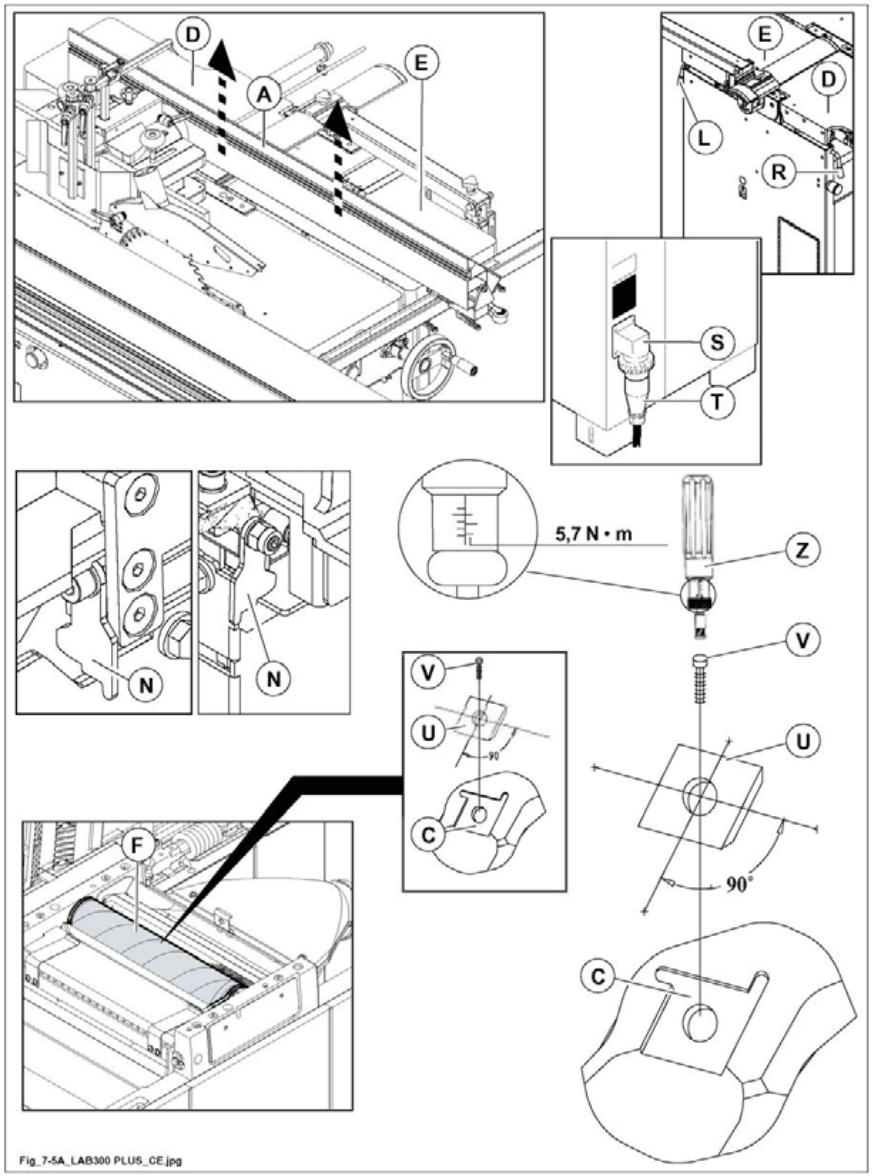

Abb. 7.5
den Fügeanschlag (A, Abb. 7.5) vom Tisch entfernen.
- **Den Hebel (L Abb. 7.5) lösen und den Abrichttisch im AUSLAUF (E Abb. 7.5) heben. DANACH den Hebel (R Abb. 7.5) lösen und den Abrichttisch im EINLAUF (D Abb. 7.5) anheben. (durch das Öffnen der Tische wir ein Mikroschalter aktiviert, der das Einschalten der Maschine verhindert).**
sicherstellen, dass die Tischöffnungssicherung (N Abb. 7.5) richtig positioniert ist.
- Die Hobelwelle so lange drehen (F Abb. 7.5) bis das auszuwechselnde Plättchen leicht zu erreichen ist.
Die Befestigungsschraube (V Abb. 7.5) lösen und die Werkzeugwalze (U Abb. 7.5) herausnehmen.
Die Auflagefläche (C Abb. 7.5) reinigen, um Staubablagerungen zu vermeiden.
Die Befestigungsschraube (V Abb. 7.5) einsetzen und einen Dynamometerschlüssel (Z Abb. 7.5) benutzen, um sie festzuziehen.
- Die Sicherung (N Abb. 7.5) entsperren und die Tische schließen.
Den Abrichttisch im EINLAUF (D Abb. 7.5) schließen. Den Hebel (R Abb. 7.5) senken, um den Tisch zu arretieren. DANACH den Abrichttisch im AUSLAUF (E Abb. 7.5) schließen und den Hebel (L Abb. 7.5) senken, um den Tisch zu arretieren.